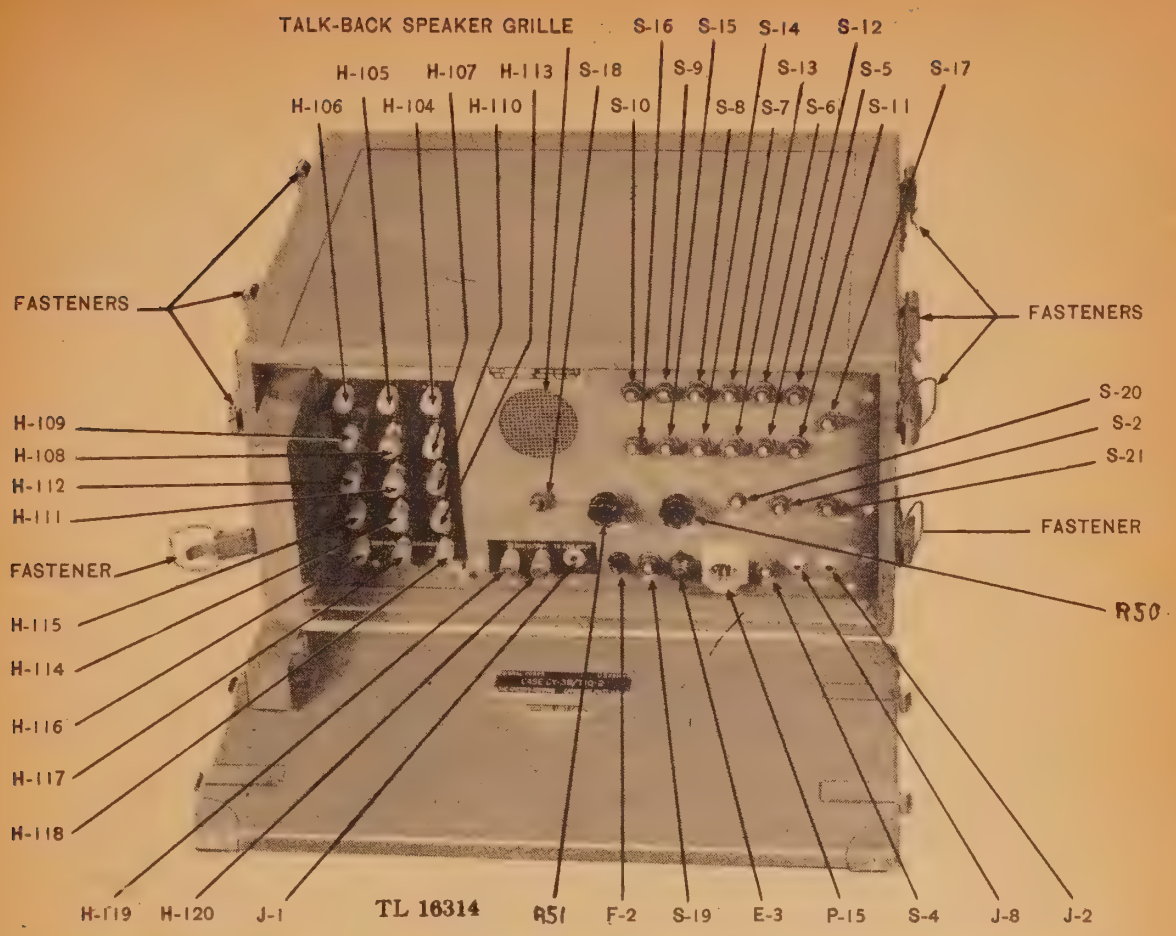

Figure 2. Control Unit C–104/TIQ–3 and Case CY–38/TIQ–2.
a. Control Unit C–104/TIQ–3 (fig. 2). All control knobs, switches, power, input, and output connectors necessary for the operation of Control Unit C–104/TIQ–3 are mounted on its front panel. The control unit amplifies the signal from any one of three sources: the sound input of Handset TS–13–( ); the signal from the constant-, intermittent-, or warble-tone generators; or the sound input of any one of the Loudspeakers LS–104/TIQ–3 when the intercommunication feature is used. It also receives and distributes the output of Amplifier AM–34/TIQ–3. The circuit of the control unit is described on a label mounted on the inside of the base plate. The unit is fastened by six screws in a Case CY–38/TIQ–2 marked CONTROL UNIT. This case is constructed of plywood, heavily reinforced with a steel frame and corners. The front cover of the case is secured with catch fasteners, and is removable. A neoprene weatherproof gasket is fastened to the removable front cover to protect the control unit against moisture. It does not protect the unit, however, in event of total immersion in water. Carrying handles are provided at each end of the case. Catch fasteners are attached to the sides of the case at both top and bottom to permit several cases to be fastened together during storage or transportation.